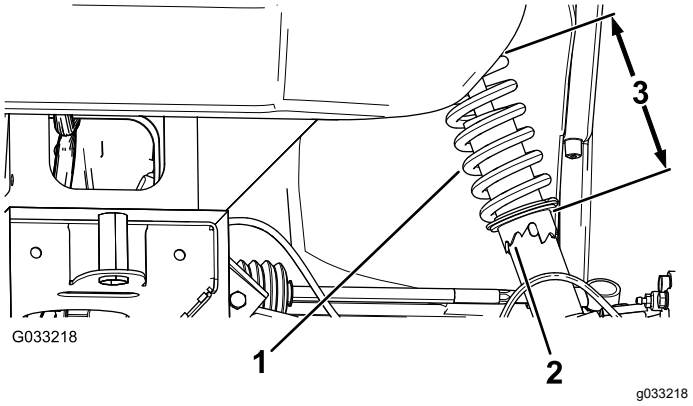

Figura 56
2. Si la caída de la rueda no está alineada, utilice la llave de tuercas para girar el collarín en el amortiguador y alinear la rueda (Figura 56).